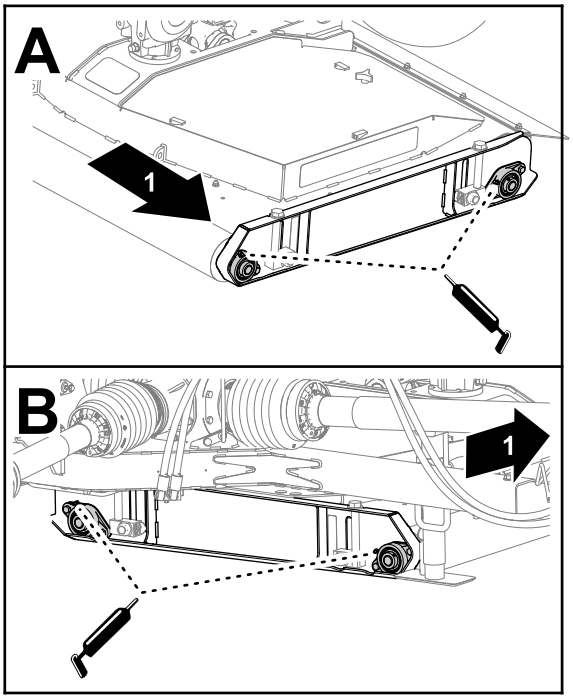

Rysunek 56
1. Nałóż wskazany smar do łożysk rolek podwozia tnącego z lewej strony podwozia tnącego (Rysunek 56).
2. Nasmaruj łożyska rolek podwozia tnącego z prawej strony podwozia tnącego (Rysunek 56).